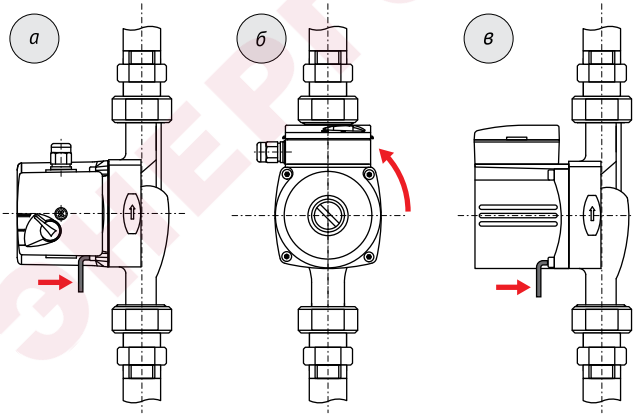

Рис. 4
2. Открутите четыре винта, которые крепят корпус электродвигателя (рис. 4а).
3. Поверните корпус в нужное направление (положение) таким образом, чтобы совпали крепёжные отверстия (рис. 4б).
4. Установите винты в отверстия и затяните в перекрёстном направлении (рис. 4в).